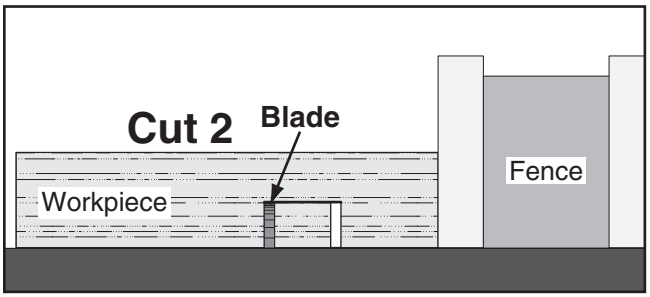

Figure 124. Second cut for a single-blade dado.
7. Repeat cutting operation on other side of dado channel, as shown in **Figure 124.**